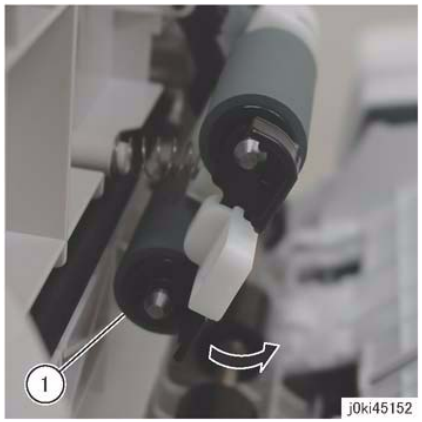

Figure 2 Housing Shift
4. Shift the housing. (Figure 2)